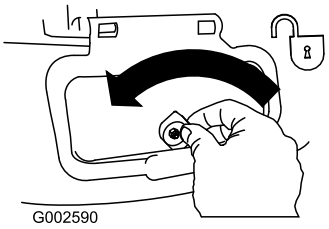

Figuur 29
1. Ontgrendel het deurtje van de zijafvoer (Figuur 29).